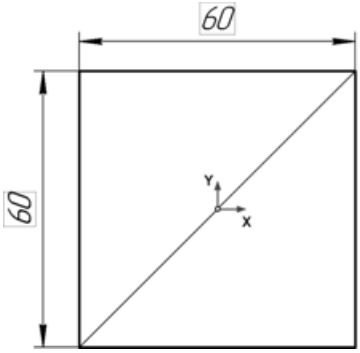

Рис. 6.7
- Создайте в эскизе квадрат со стороной 60 (рис. 6.7). Обеспечьте совпадение начала координат эскиза с геометрическим центром квадрата и закройте эскиз.